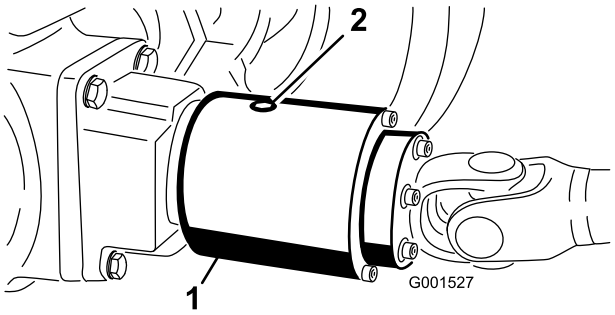

Figur 65
2. Vrid kopplingen (Figur 65) så att kontrollpluggen placeras i läget klockan 4.